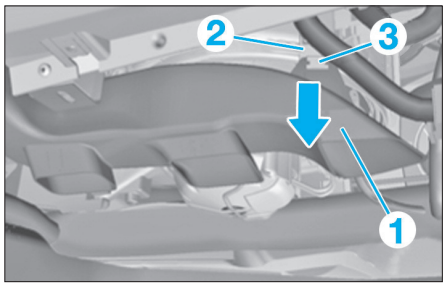

Fig. 44
• Extraire dans le sens de la flèche le canal de chauffage droit (1) de l'espace pour les jambes, de la bride de fixation (3) et le décaler sur le côté **(Fig.44)**.